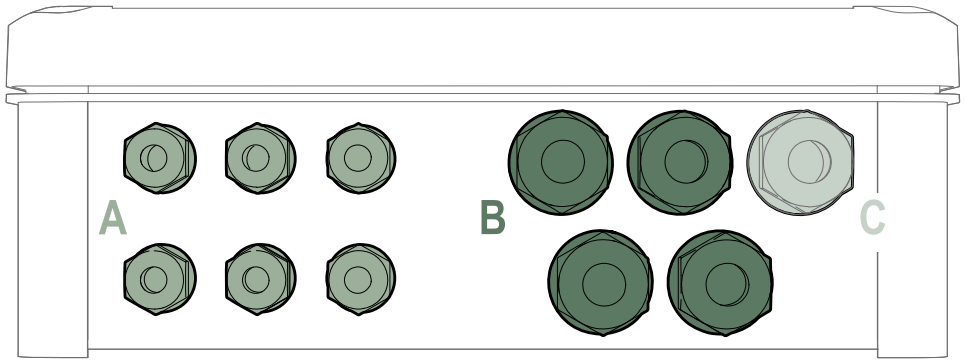

Afbeelding 7 : Vooraanzicht kabelwartels
1. Steek de kabel in de kabelwartel die is aangegeven op Fig. 7 met de oranje omlijning (kabelwartel C);
Al naargelang de toepassing kan de gebruiker verdere elektrische aansluitingen realiseren, zie Afbeelding 7 .